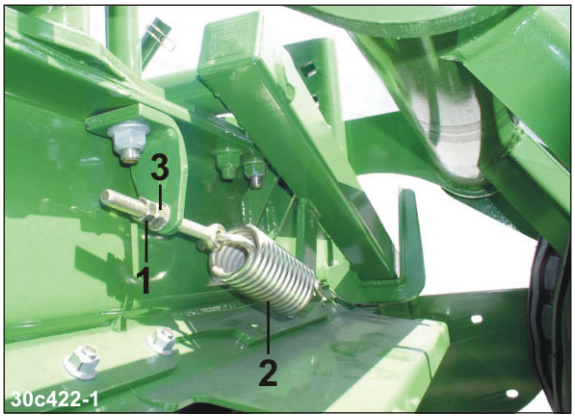

Fig. 162
1. Løsn kontramøtrikken (Fig. 162/1).
2. Indstil fjederens spænding (Fig. 162/2) ved at dreje møtrikken (Fig. 162/3).